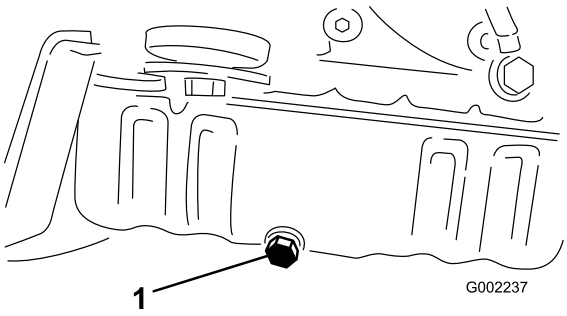

Figur 39
5. Fjern tappepluggen (Figur 39).